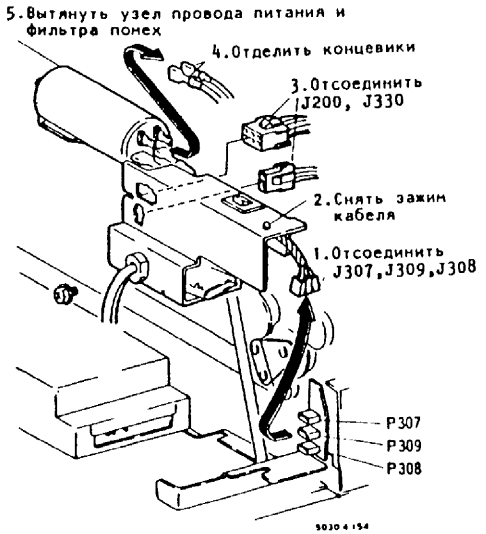

Рис.2. Снятие сетевого провода питания и узла фильтра помех
3. (Рис.1, Рис.2): Снять сетевой провод питания и узел фильтра помех.